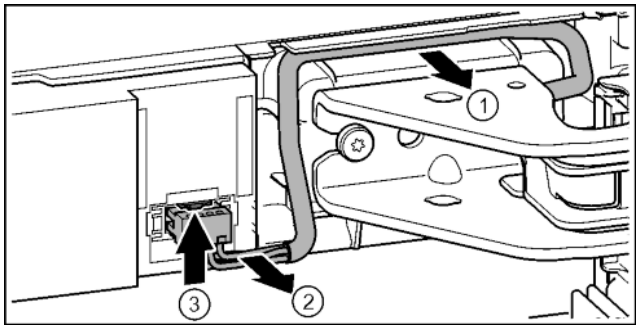

Fig. 20
▶ Carefully remove the cable over the bearing bracket from the guide. *Fig. 20 (1)*
▶ Carefully remove the cable strands from the channel. *Fig. 20 (2)*
▶ Press the lug upwards and carefully remove the connector. *Fig. 20 (3)*